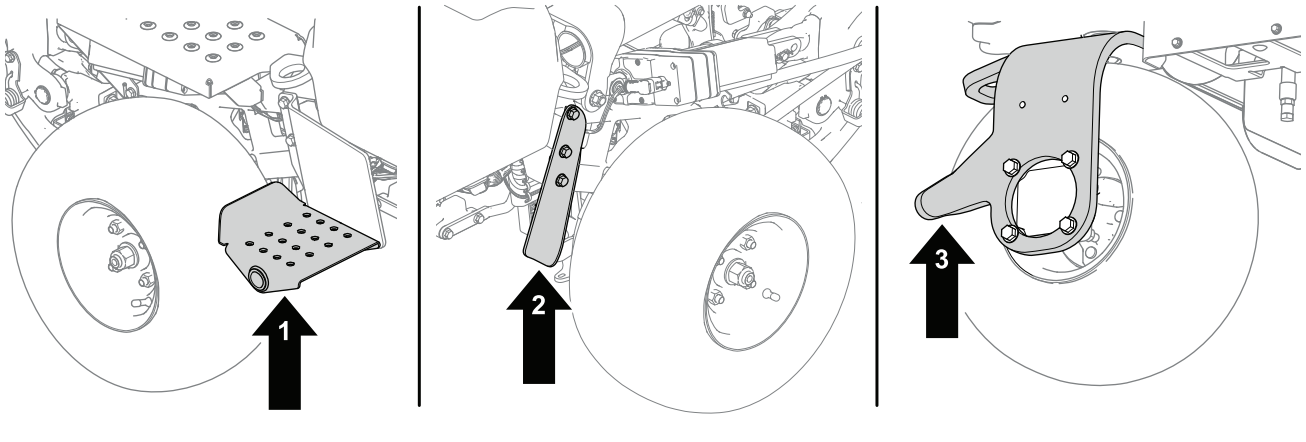

Figura 38
1. Coloque um macaco no ponto de suspensão desejado (Figura 38).